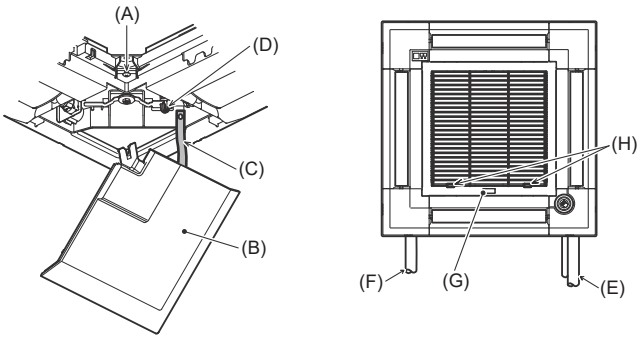

Abb. 9-12
9.5. Anbringung des Ansauggitters (Abb. 9-12)